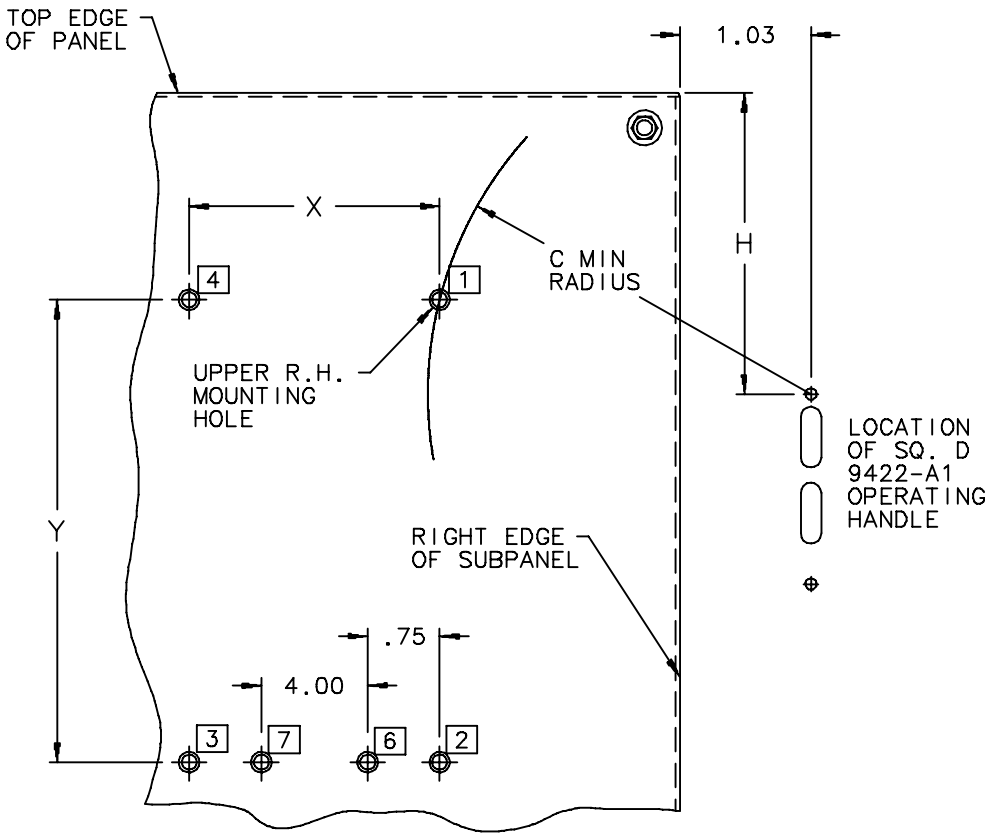

Figure 3 SQ D
Step1 − Determine disconnect hole pattern from Figure 3 I−T−E and the above tables. See disconnect manufacturers instructions for range of disconnect location based on cable length being used and depth of enclosure.